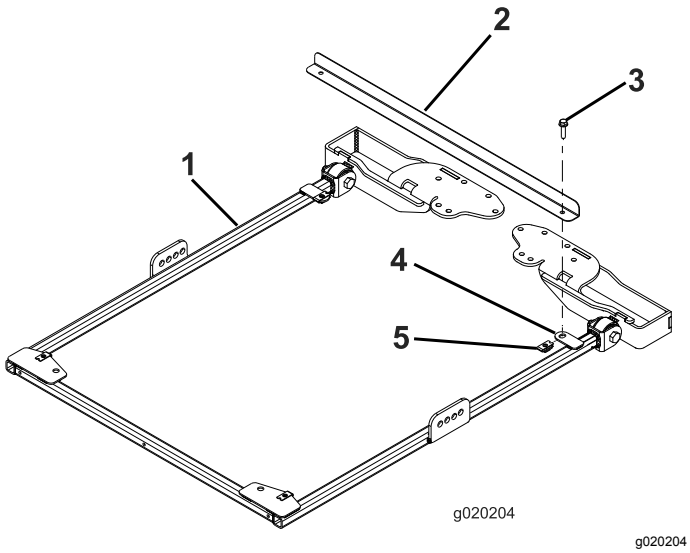

Figur 1
1. For å innrette rammen korrekt må rammeinnrettingsstangen festes til monteringstappene bak på solskjermrammen med to flenshodebolter (5/16 x 1 1/4 tomme), som vist i Figur 1.